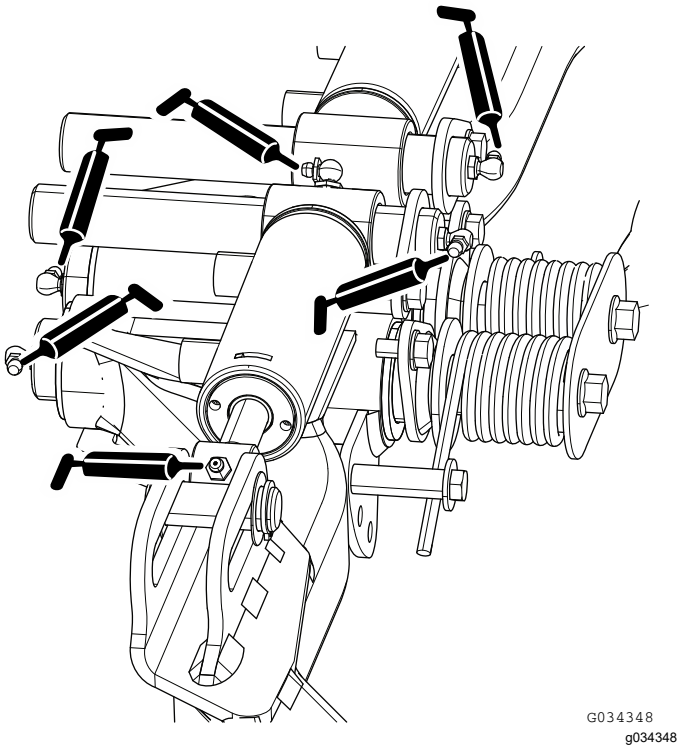

Figuur 50
- Draaipunten en hefcilinders achterste hefarm (4 elk); zie Figuur 50.